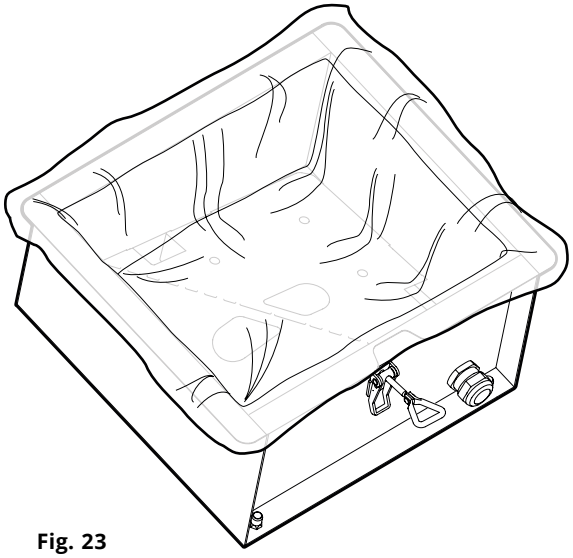

Fig. 23
6. Replacez un nouveau sac à poussières CMF PSW3 en position correcte dans le récepteur, voir la **Fig. 23**.